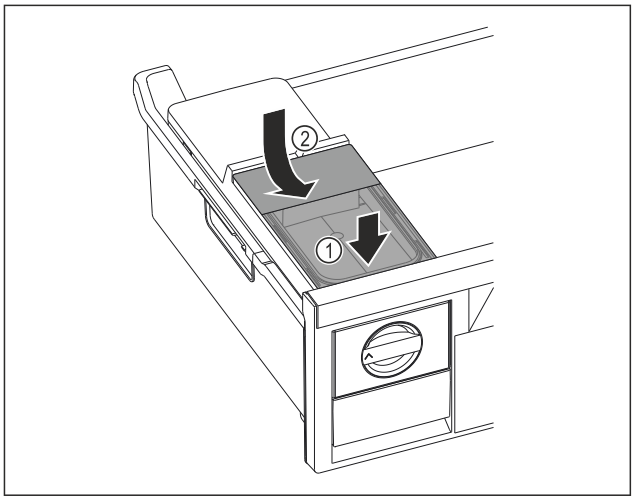

Fig. 150
▶ Position the water tank at the front. *Fig. 150 (1)*
▶ Lower the water tank at the rear. *Fig. 150 (2)*